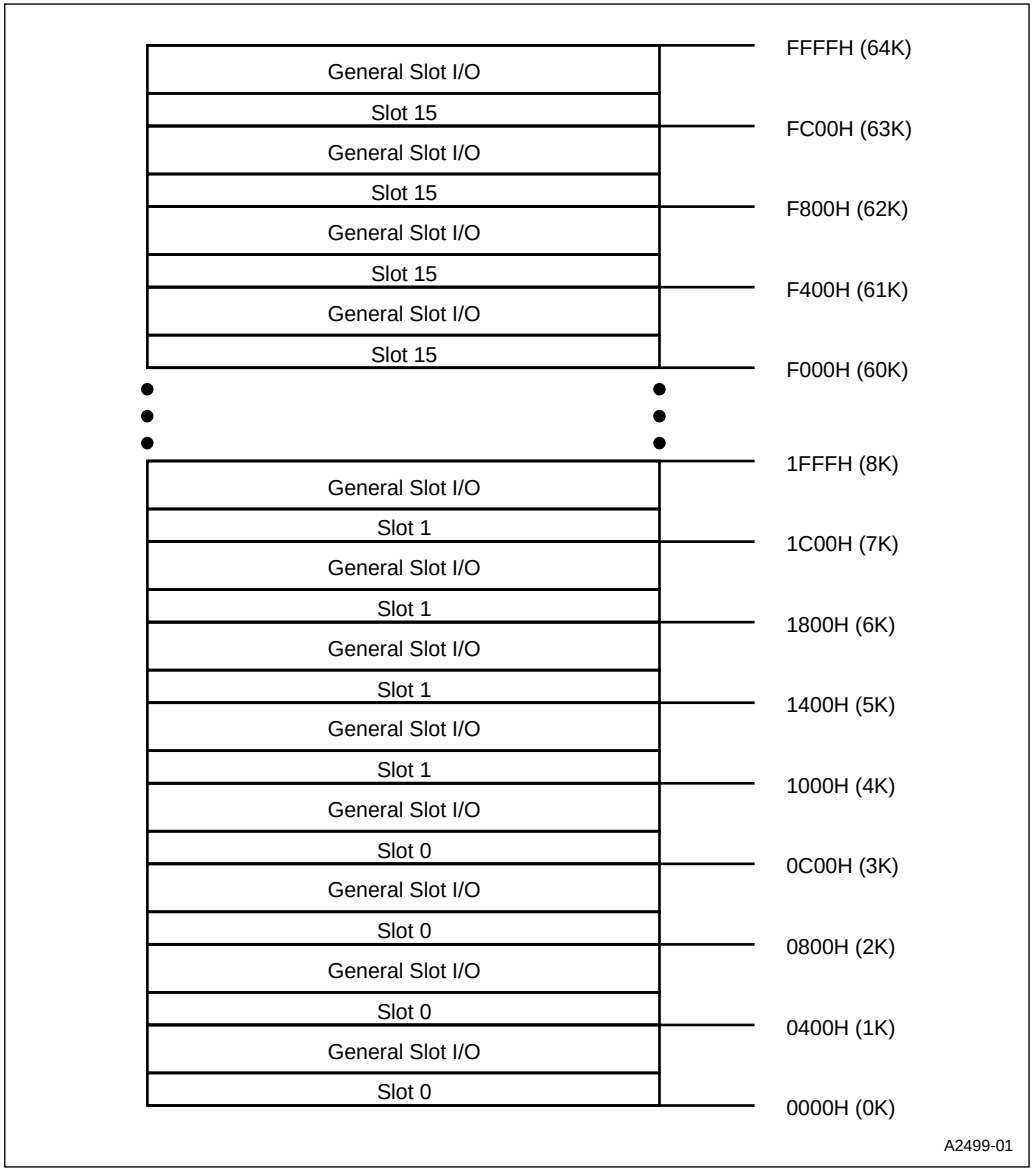

Figure 4-2. Expanded I/O Address Space
The Intel386 EX processor's I/O address scheme is similar to that of EISA(32) systems. It assigns 63 of the 64 repetitions of the first 256 address locations of every 1K block to specific *slots*. (In a PC, a *slot* is a socket used for add-in boards. In embedded processors, a *slot* can be viewed as simply a part of the total I/O address space.) The partitioning is such that 4 groups of 256 address locations are assigned to each slot, for a total of 1024 specific address locations per slot. (See Figure 4-2.) Since add-in I/O cards decode only the lower 10 address lines, they respond to the "general" 768 bytes (repeated 64 times). Thus, each slot has 1K addresses (in four 256-byte segments) that can potentially contain extended peripheral registers.